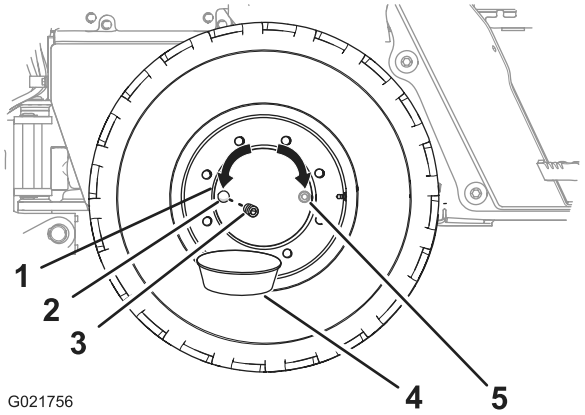

Figura 83
2. Mova a máquina para frente ou para trás até que o bujão do cubo esteja na posição de 3 hs ou 9 hs (Figura 83).
4. Posicione uma bandeja de drenagem sob o bujão de drenagem do cubo (Figura 83).
5. Remova o bujão do cubo (Figura 83).
6. Verifique se o nível do óleo está alinhado com a parte inferior do orifício de drenagem (Figura 83).
8. Instale o bujão no orifício de drenagem do cubo (Figura 83).